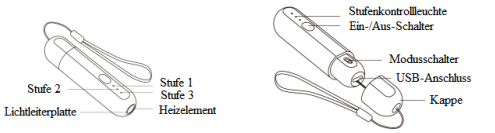

Abbildung 1 Erscheinungsbild
B. Ein-/Aus-Schalter: Beenden des Standby-Modus und Starten der Erwärmung; Umschalten der Heizzeit (3 Heizzeitstufen pro Modus). Die Positionsanzeigeleuchte zeigt die Position (wie in Abbildung 1 dargestellt) der Heizzeit an, Position 3: die Heizzeit ist am längsten, Position 2: die Heizzeit ist mittel, Position 1: die Heizzeit ist am kürzesten.